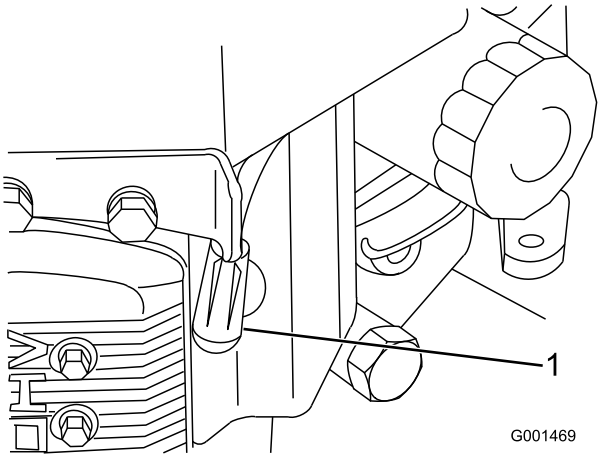

Figura 31
3. Desconecte los cables de las bujías (Figura 31).